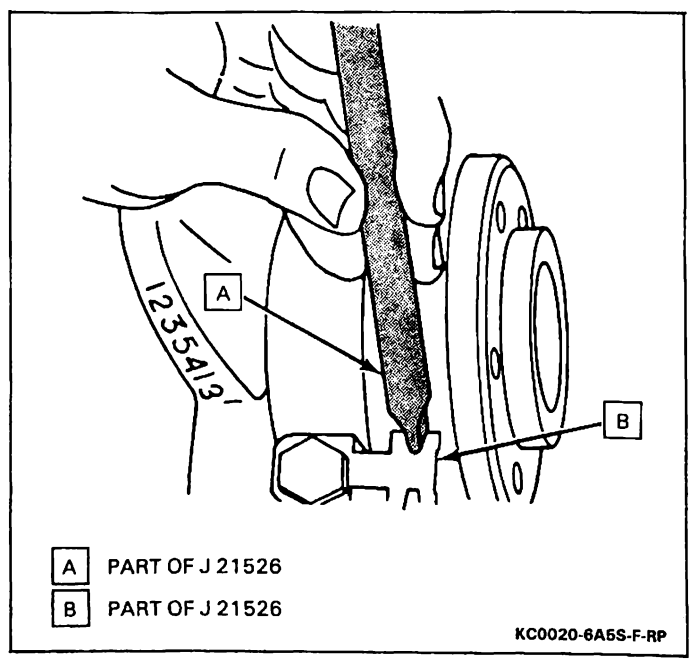

Figure 47 — Packing Short Pieces of Rope Seal into Guide Tool and Cylinder Block
5. Using the packing tool, work the short piece of seal into the guide tool and pack into the cylinder block until the tool hits the built in stop (Figure 47).